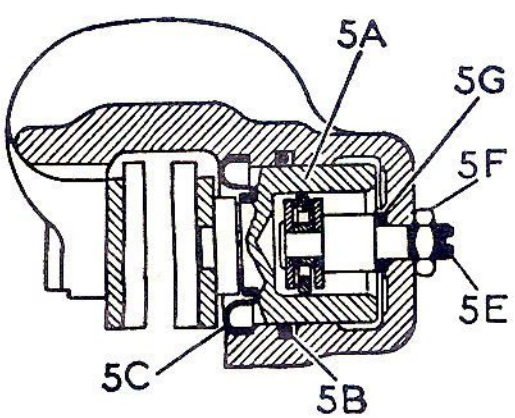

Fig. 1
7) Démonter le capuchon de protection (5 C) Fig. 1 à l'aide d'une lame d'acier à bords arrondis.
14) Tenir le piston (5 A) muni de son joint cuivre (5 G), voir Fig. 1, **dans la position verticale,** le filetage de l'**axe 5 E** vers le haut. Introduire le piston dans l'alésage en respectant la concentricité piston-alésage.